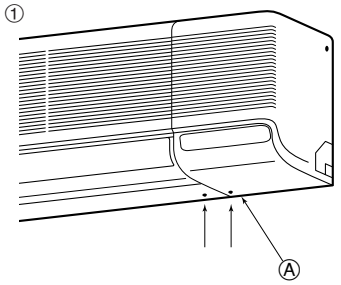

Fig. 3-6
1) Rear, right and lower piping (Fig. 3-6)
① Remove the right side panel.
① Remove the side panel.